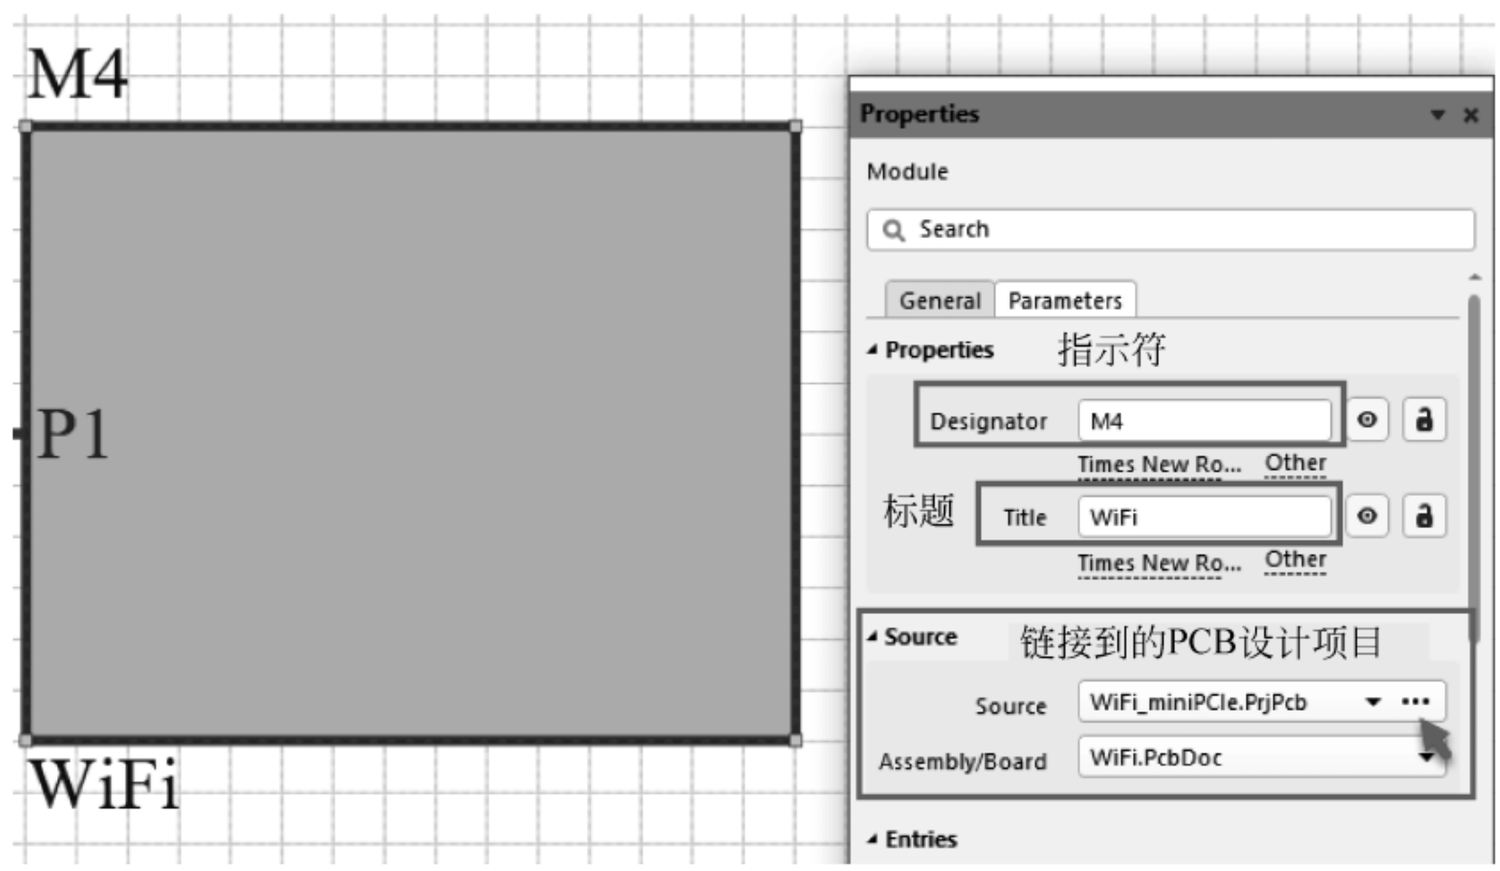

图 1-158　设置模块参数
(5) 设置模块参数。选择放置的模块，并使用 Properties(属性)面板定义其“Designator(指示符)”和“Title(标题)”以及模块链接到的源 PCB 设计项目，该源项目可以设置为本地文件(即前面需要装配的多板子项目)或基于服务器的管理项目，如图 1-158 所示。